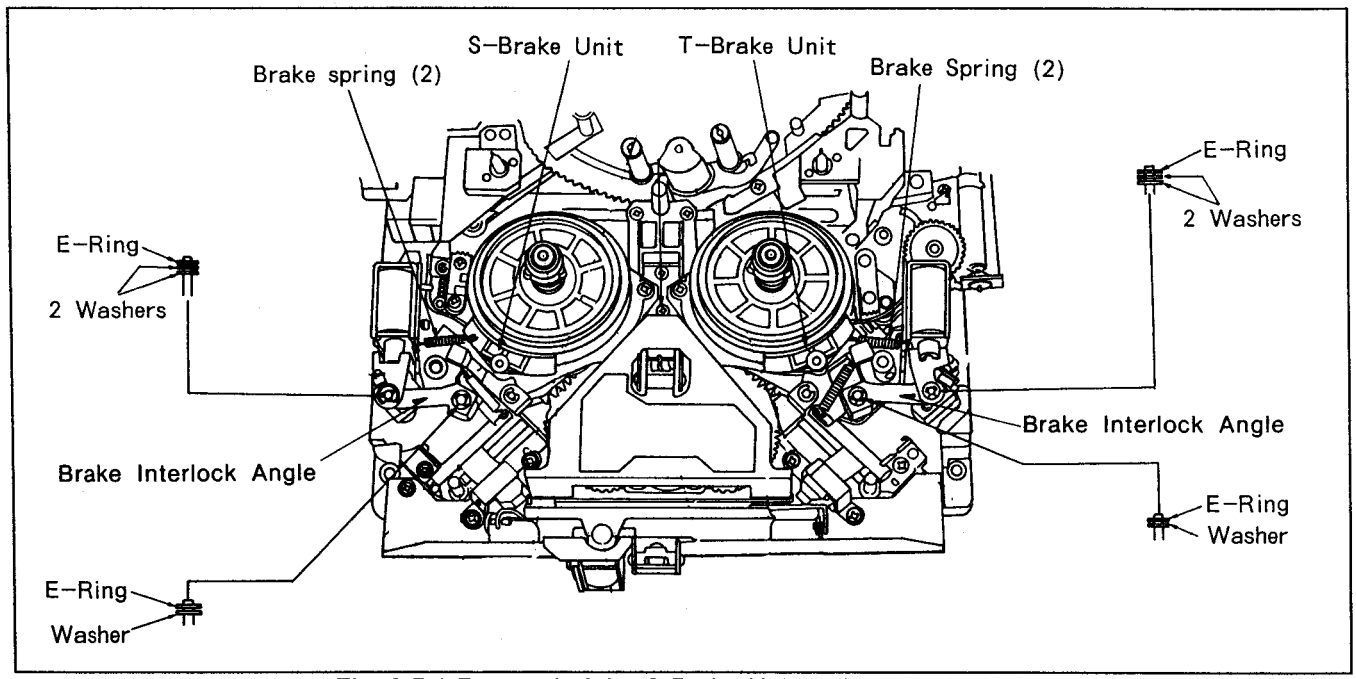

Fig. 6-5-1 Removal of the S-Brake Unit or the T-Brake Unit
1. Remove the top panel (Refer to item 2-1).
2. Remove the front loading unit (Refer to item 2-3).
3. Remove the 4 E-Rings, 6 Washers and 2 Brake Spring (2).
4. Remove the 2 Brake Interlock Angle and pull out the S-Brake Unit and the T-Brake Unit as shown in Figure 6-5-1.